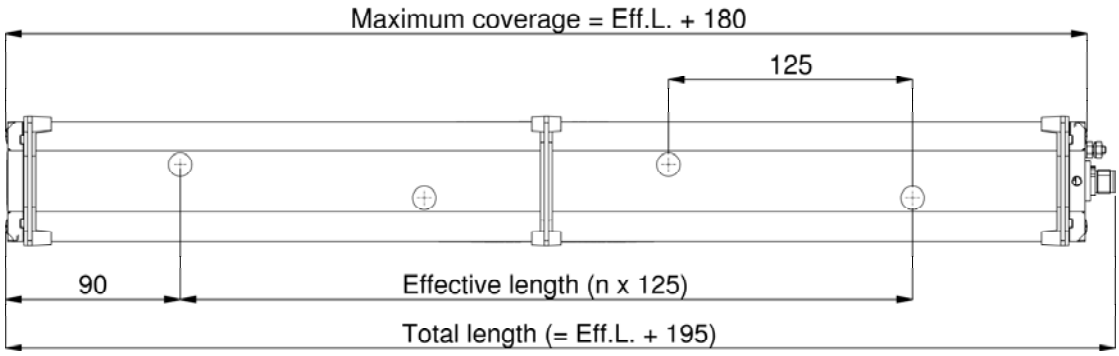

Figure 3: Thunder*ION* with ≥ 4 emitters
1. Mount the anti-static bar using the mounting materials provided (see fig. 3, 4, 5 and 6).